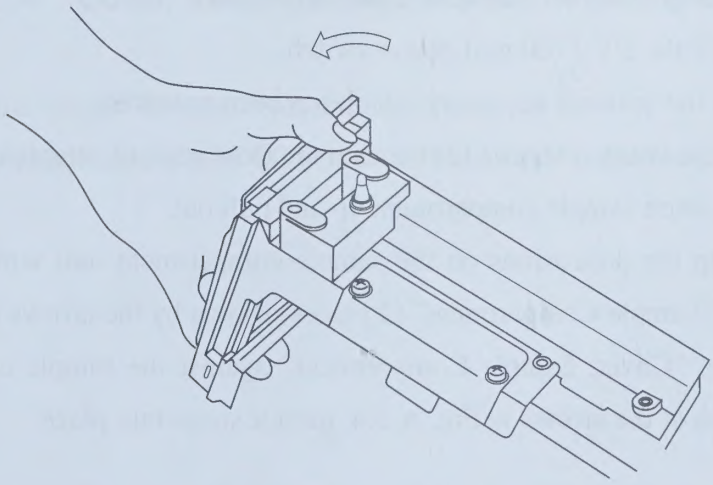

Fig. A-5.1 Removing the "Cover, Sample Compartment"
(1) Turn OFF the UV-1700 unit power switch.
(2) Loosen the knurled screws (2) beneath the sample compartment on the unit.
(3) Lift the entire sample compartment up and pull out.
(4) Turn the sample compartment unit upside-down and, as shown is Fig. A-5.1, forcibly twist the "Cover, Sample Compartment" in the direction of arrows with your thumb to remove the cover.